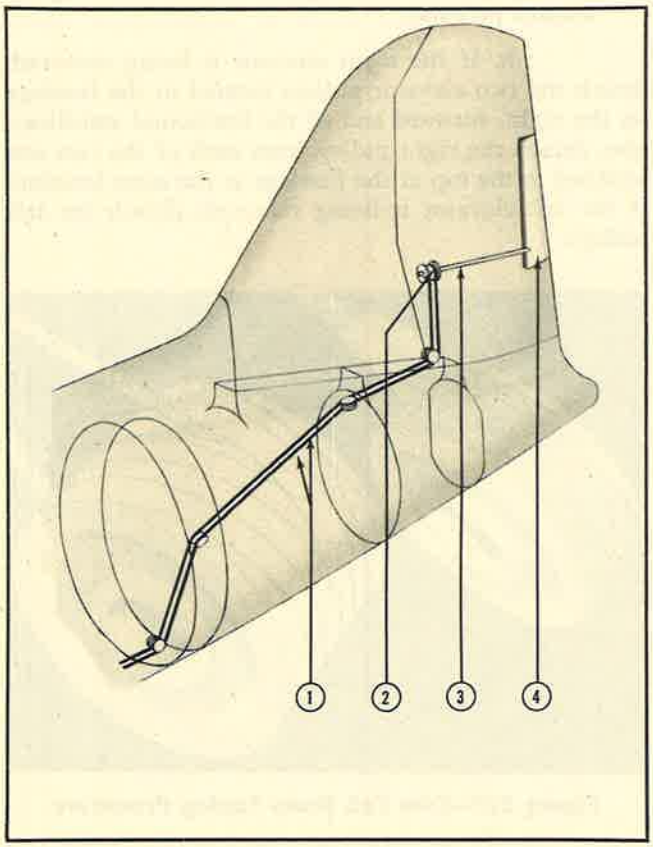

Figure 330—Rudder Tab Controls in Aft Section
KEY TO FIGURE 330
b. Disconnect the rudder tab cables at the turnbuckles (figure 330) located on the left-hand side of the fuselage above the tail wheel.